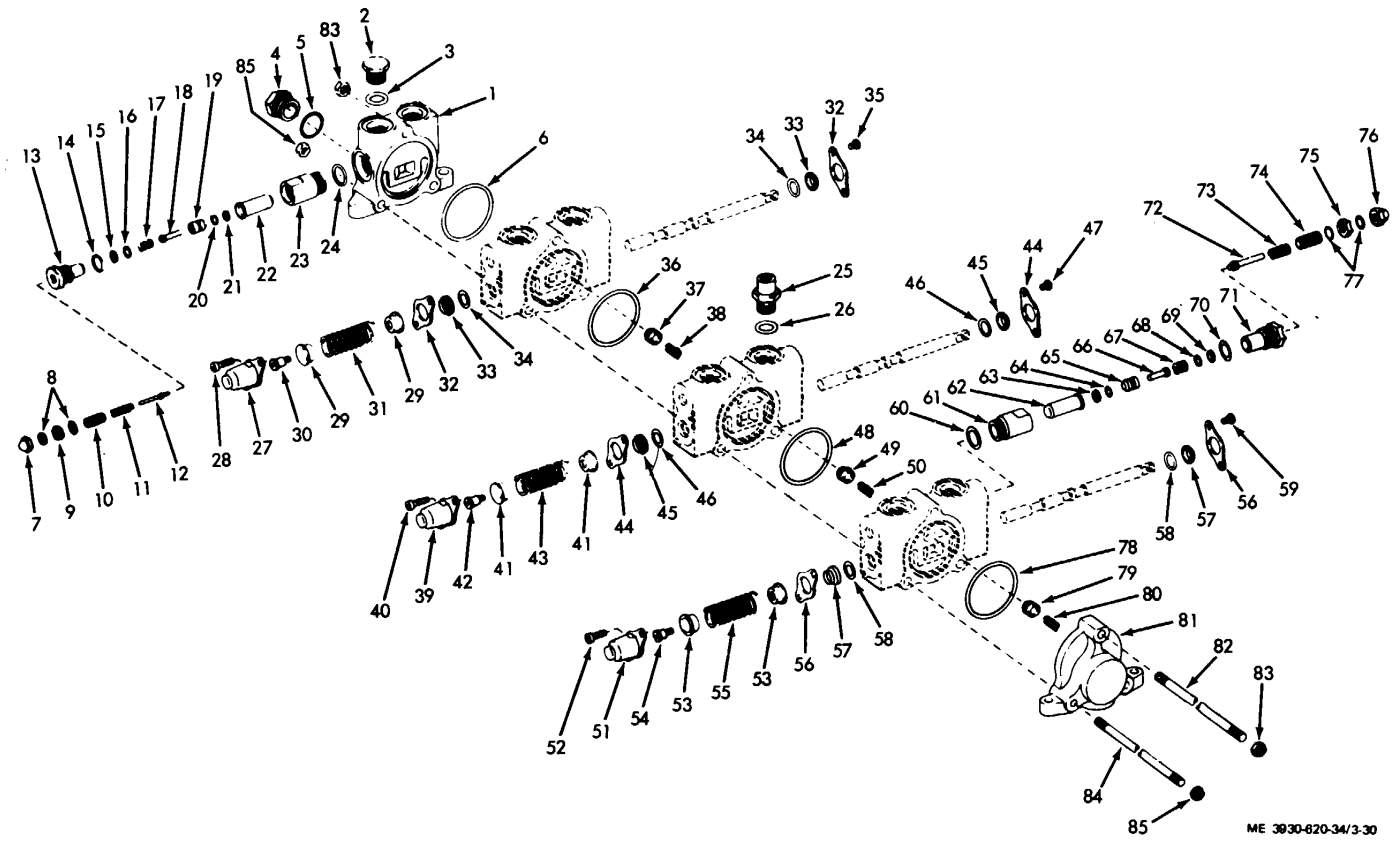

Figure 3-30. Control valve, exploded view.
c. Disassembly. Disassemble control valve as follows: (fig. 3-30.)
KEY to fig. 3-30:
(1) Clean each metal part in an approved solvent and dry thoroughly.
(2) Inspect housings for physical damage, such as cracks, etc.
(3) Carefully inspect plunger bores for scores, cracks, and other damage.
(4) If plunger bores are scored or damaged, replace valve section.
(5) each section's mating surfaces and insure that surfaces are free of burrs and pits.
(6) Inspect all control valve parts for damaged or worn parts.
(7) Apply a coating of clean hydraulic oil to all parts.
e. Reassembly. Reassemble control valve as follows: (fig. 3-30.)